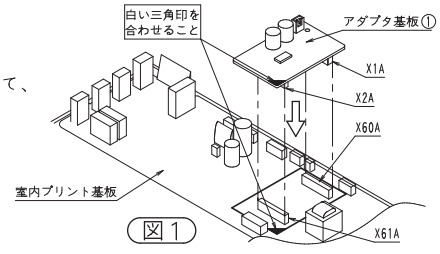

図１
(1) 付属のアダプタ基板①と室内プリント基板ＡＳＳＹの白い三角印の位置が合うようにして、アダプタ基板①を取り付けてください。(図１)